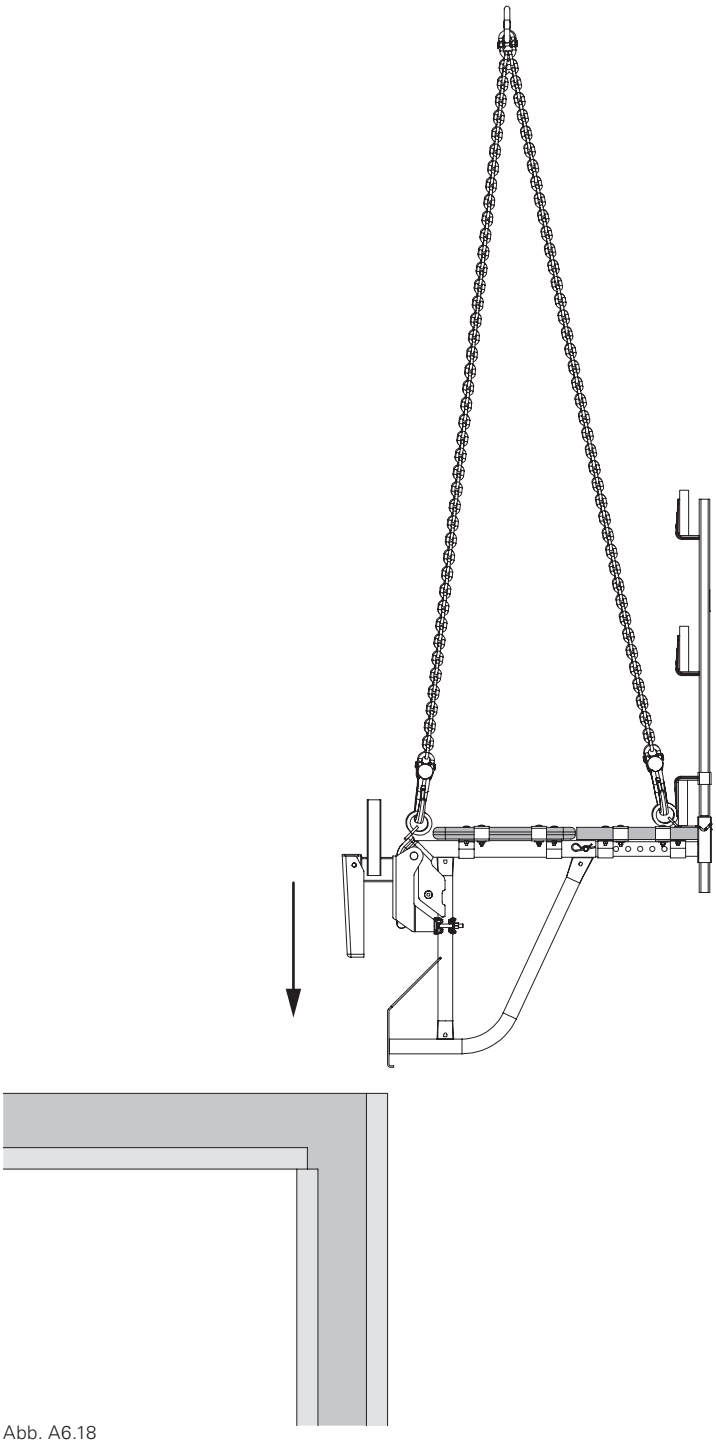

Abb. A6.18
2. Bühne mit der montierten Hohlwandaufhängung in die Hohlwand einhängen. (Abb. A6.18)